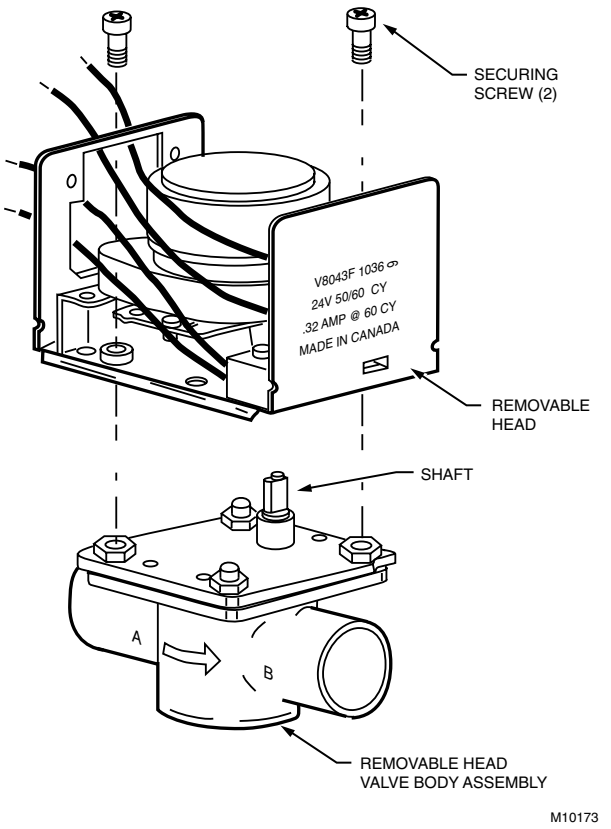

Fig. 12. Install new powerhead.
6. Install new powerhead (see Fig. 12):
- d. Remove the two screws securing the powerhead to the valve body (Fig. 12).
❹ Install the new power head (see Fig. 12):
❺ Turn on the power.